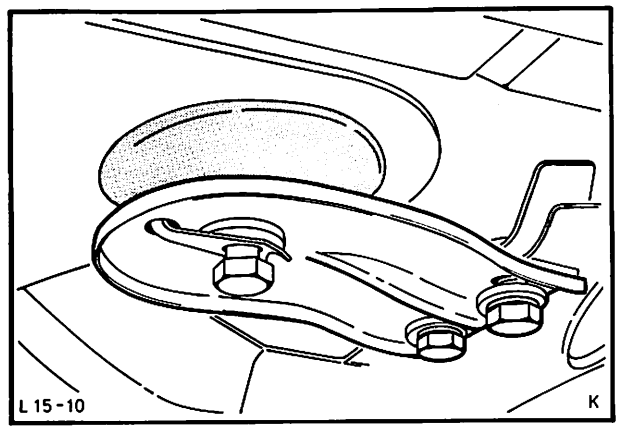

Abb. 159 Querträger an Bodengruppe montieren
6. Spindel herausdrehen, Holzstück entfernen und Hinterachs-Querträger mit Führungsplatte an die Bodengruppe montieren. Bolzen des Gummilagers mit vorgeschriebenem Drehmoment festziehen und sichern. Schrauben der Führungsplatten festdrehen, Abb. 159.